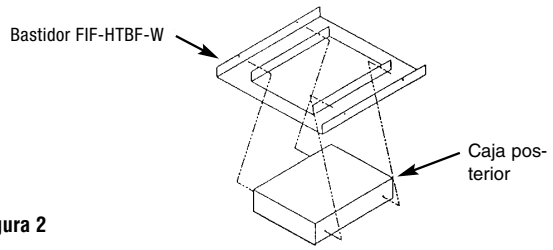

Figura 2
4. Monte la caja posterior del calefactor en el juego de bastidor FIF-HTBF-W por medio de los cuatro tornillos provistos. Consulte la Figura 2.